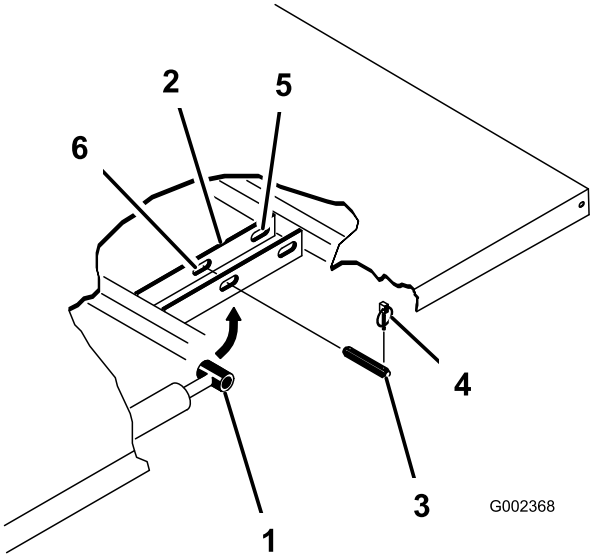

**Figur 33**
3. Tag ringstifterne af de yderste ender af cylinderstangens gaffelbolte (Figur 33).
4. Afmonter de gaffelbolte, der fastgør cylinderstangens ender til ladmonteringspladerne, ved at skubbe boltene indad (Figur 33).
5. Afmonter de ringstifter og gaffelbolte, der fastholder aksebeslagene på stelkanalerne (Figur 33)